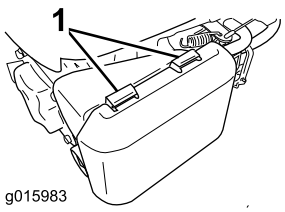

Bild 24
1. Drücken Sie die Verriegelungsnasen oben an der Liftfilterabdeckung nach unten (Bild 24).